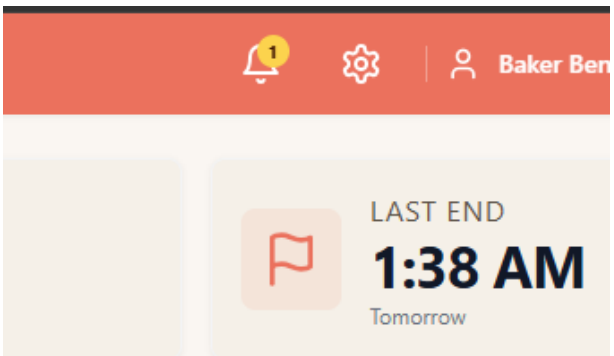
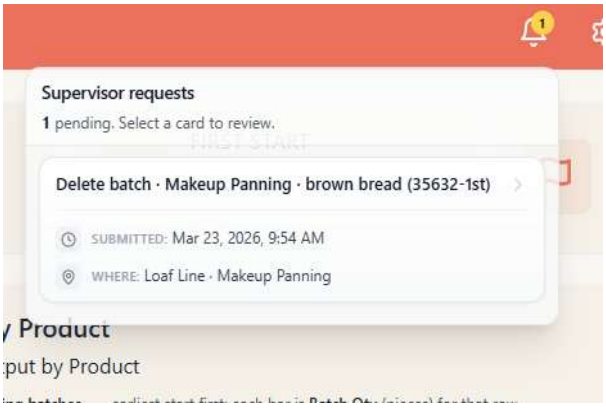
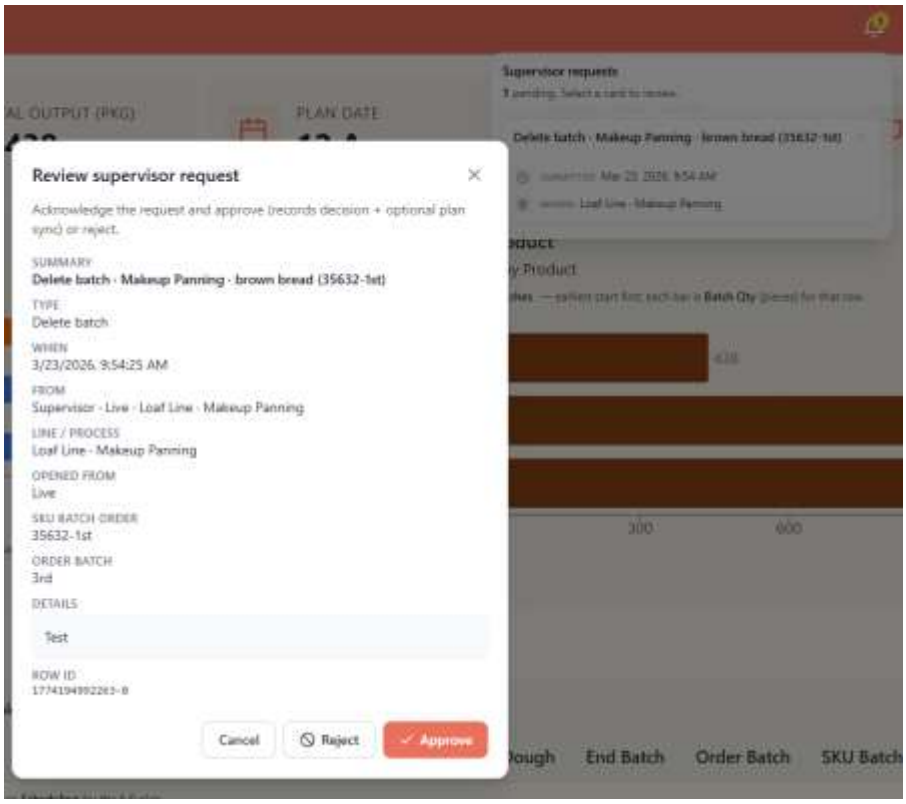

Figure 87: Notification Bell w/ Content
Figure 88: Notification inside Notif Bell
Figure 89: Production Line Schedule Table, Live View button bottom-right side
Step 15: Go to Dashboard Page & Click the "Notification Bell" icon in the top right side of the page & it will show list of Request Notifications (see Figure 88) from supposed Supervisors having access on the Live View Page (Per Process), though in actual development, there would be various notifications like finished schedule, update on schedule, etc. That Notification Bell would have an indicator on top of it, yellow circle w/how many notifications are not handled see Figure 87. The list in the Notification Bell upon click are clickable too as seen in Figure 88 & upon clicking the notification, you are to approve or reject it (for the Demo App, it will be just this but in actual development, it will be more than this approve/reject feature). Clicking the notification opens the Request dialog as seen in Figure 89.